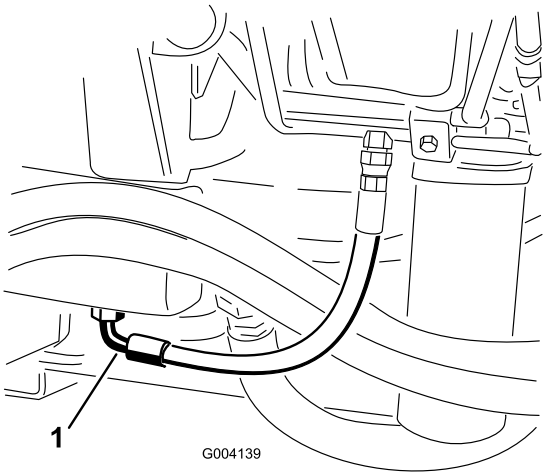

Figura 69
2. Coloque un recipiente grande debajo del acoplamiento situado en la parte inferior del depósito de fluido hidráulico (Figura 69).